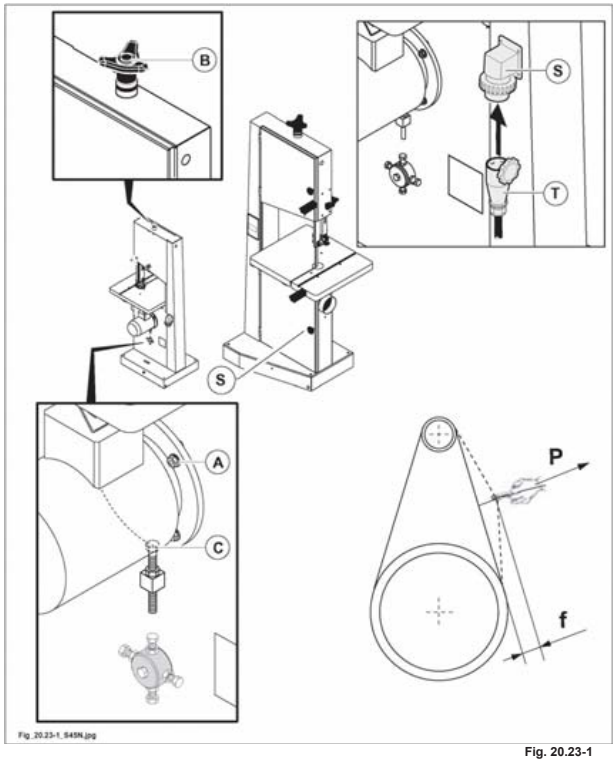

Fig. 20.23-1
prima di effettuare qualsiasi operazione togliere l'alimentazione elettrica e scollegare il cavo di alimentazione (presa T fig. 20.23-1) dalla spina (S fig. 20.23-1).
Aprire il carter inferiore (S fig. 20.23-1) per accedere alla cinghia e procedere come di seguito indicato:
- allentare completamente la lama agendo sulla manopola (B fig. 20.23-1).
- Allentare le 4 viti (A fig. 20.23-1) di fissaggio del motore;
in questa condizione è possibile tensionare la cinghia agendo sulla vite (C fig. 20.23-1).
- Stringere le 4 viti di fissaggio (A fig. 20.23-1) del motore a tensionamento avvenuto.